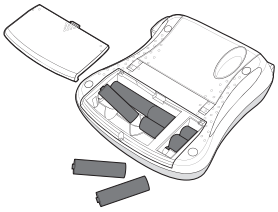

Abbildung 2
1. Schieben Sie die Abdeckung des Batteriefachs auf, und nehmen Sie sie ab. Siehe Abbildung 2.